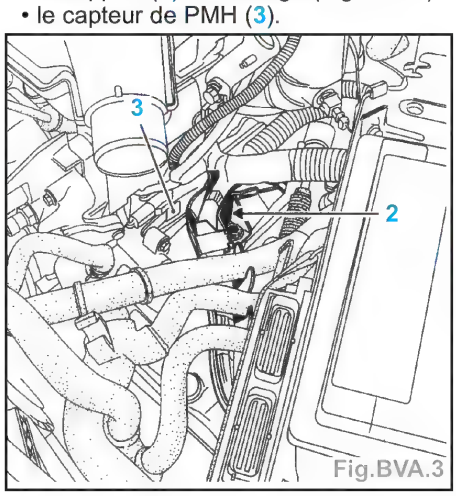

Fig.BVA.3
- le support (2) du câblage (Fig.BVA.3),
- le capteur de PMH (3).